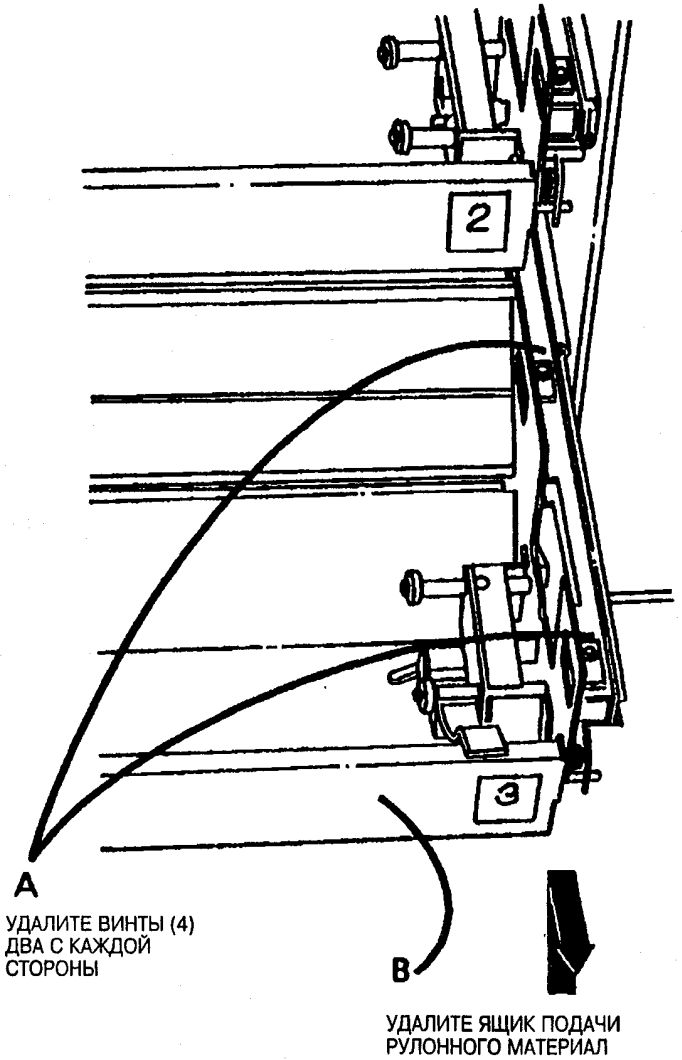

Рис. 1. Удалите ящик подачи рулонного материала
4. (Рис. 1): Удалите ящик подачи рулонного материала.